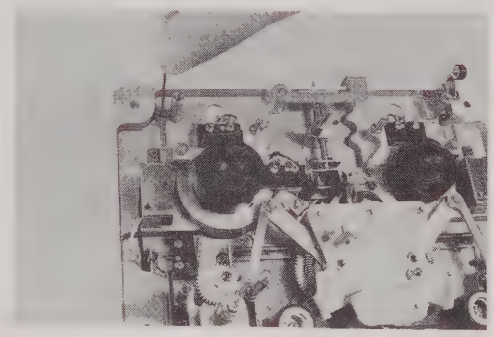

Fig. 5-33
4. Fits brake dial test fixture set in torque dial gauge in reel table and keep reel table turning at constant speed, then measure torque when brake is applied and released. If requirements are not met, reposition brake spring hook. (See Fig. 5-33)